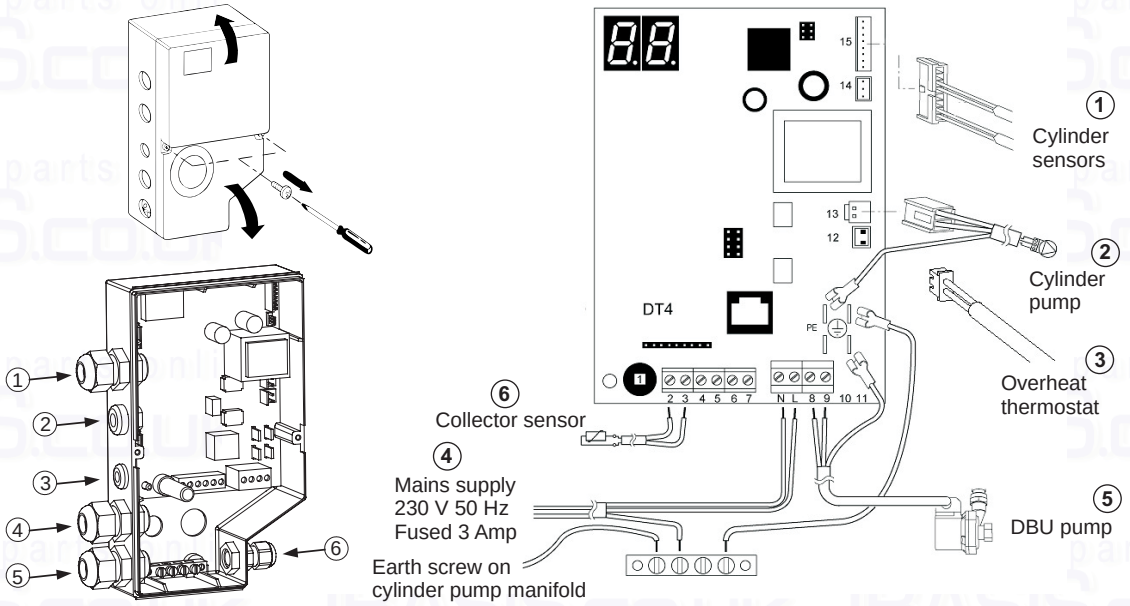

Fig. 18
4.10 ELECTRICAL CONNECTIONS - See Fig. 18 and Refer to Wiring Diagram Section 9
Ensure that the cable is secured in the cable clamp (**5** in Fig 18).
3. **Connect the Collector Sensor -** The sensor has a 7 metre cable. Plug the white sensor cable into the blue connector sensor cable and route the cable to the solar cylinder control box. Connect the White and Brown wires to terminals 2 and 3. Ensure that the cable is secured in the cable clamp (**6** in Fig. 18).
4. Connect the cylinder sensors to the corresponding Red and White plugs in the control box. (terminal 15). Use cable clamp **1** as shown in Fig. 18.
5. Connect the cylinder pump plug to terminal 13. Use cable clamp **2** as shown in Fig. 18.
6. Connect the overheat thermostat to terminal 12. Use cable clamp **3** as shown in Fig. 18.
Note: The solar cylinder has been fitted with a mains supply cable. However, if it is necessary to fit an alternative supply cable refer to Section 3.1 and release the cable clamp (**4** in Fig. 18). Connect the new lead as follows: